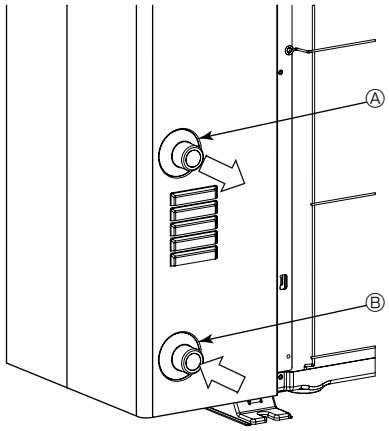

Fig. 5-1
5.1 Raccordement des tuyauteries d'eau (Fig. 5-1)
- Positionner les tuyaux d'entrée et de sortie comme le montre le Fig. 5-1.
[Fig. 5-1]